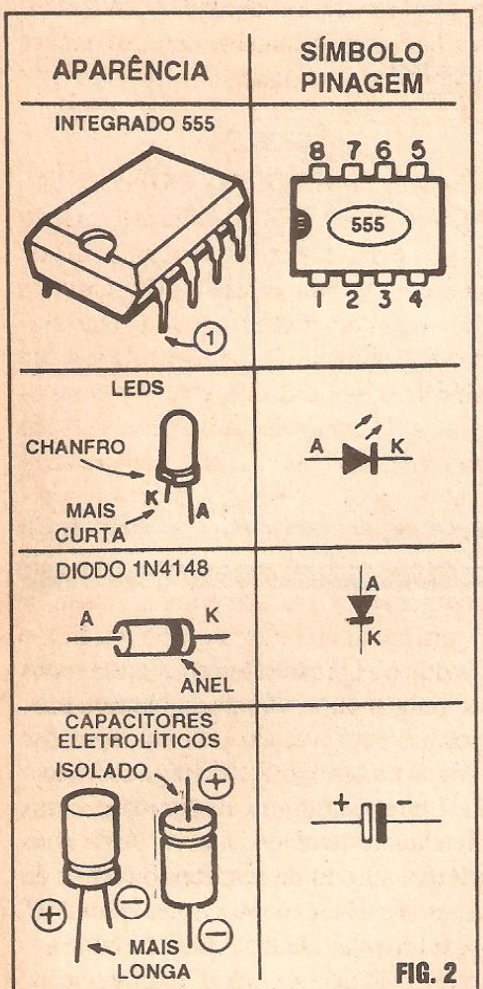

FIG. 2
- **FIG. 2** - PRINCIPAIS COMPONENTES DO CIRCUITO - Mesmo estando Vocês numa fase que já inclui bom conhecimento "interpretativo" quanto aos diagramas de circuitos, muita gente ainda se "embanana" na identificação de terminais, polaridades, etc., dos componentes... Como sabemos que esse é um probleminha "universal", sempre anexamos, aqui no ABC, informações visuais quanto às aparências, símbolos e pinagens, num só quadro, dos principais componentes dos circuitos... Assim, a figura mostra o Integrado 555, o LED, o diodo e o capacitor eletrolítico, em todos os importantes detalhes identificatórios... Notar que, no circuito, além dos componentes agora "mastigados", temos também alguns resistores comuns (fundamentalmente saber "ler" seus valores através do respectivo código de cores - revejam - se preciso, a "Aula" nº 1), **trim-pots**, além de chaves e interruptores ... Tudo de fácil interpretação "visual"...